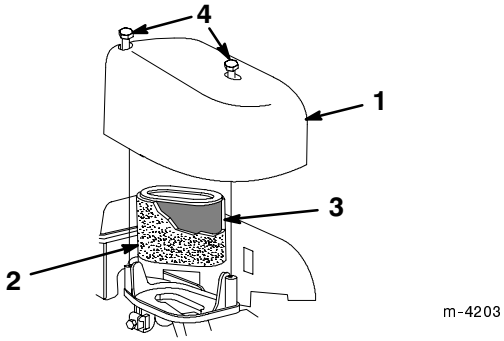

**Figure 24**
3. Remove the screws that secure the air cleaner cover (Fig. 24).
4. Remove the cover and clean it thoroughly (Fig. 24).
6. Wash the pre-cleaner with a mild detergent and water, then blot it dry (Fig. 24).
7. Remove the paper air filter and discard it (Fig. 24).
8. Install the foam pre-cleaner on the new paper air filter (Fig. 24).
9. Install the new air cleaner filter (Fig. 24).
10. Install the cover and secure it (Fig. 24).